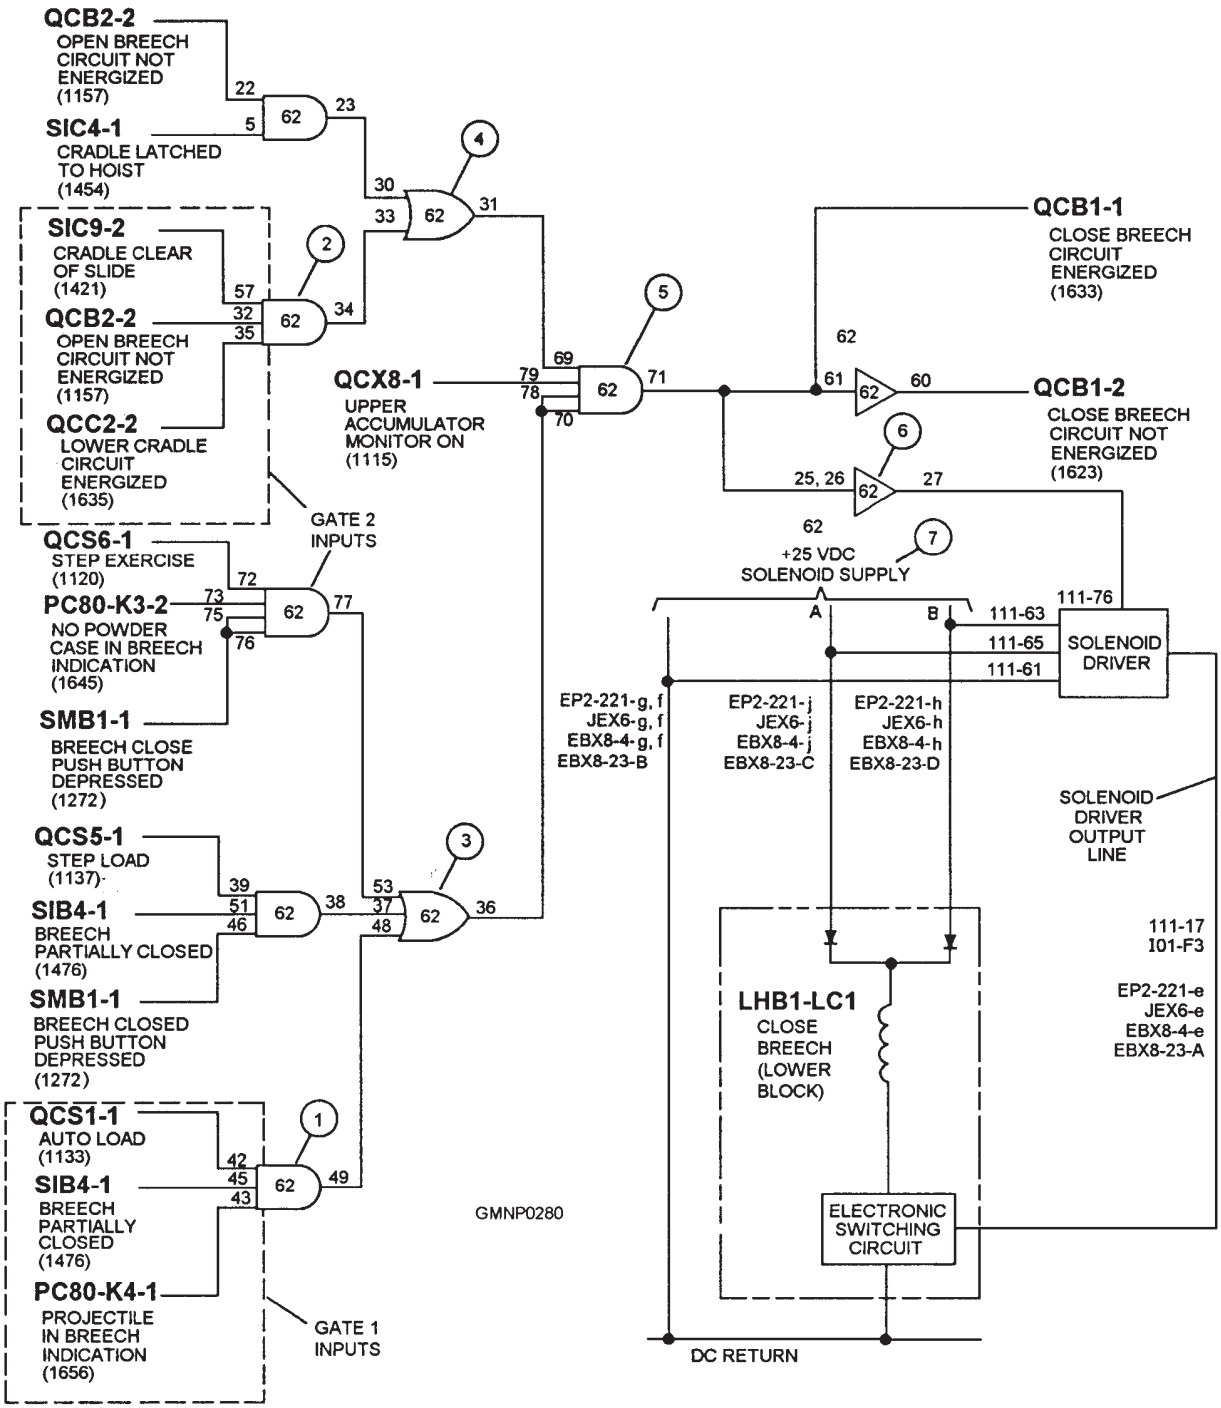
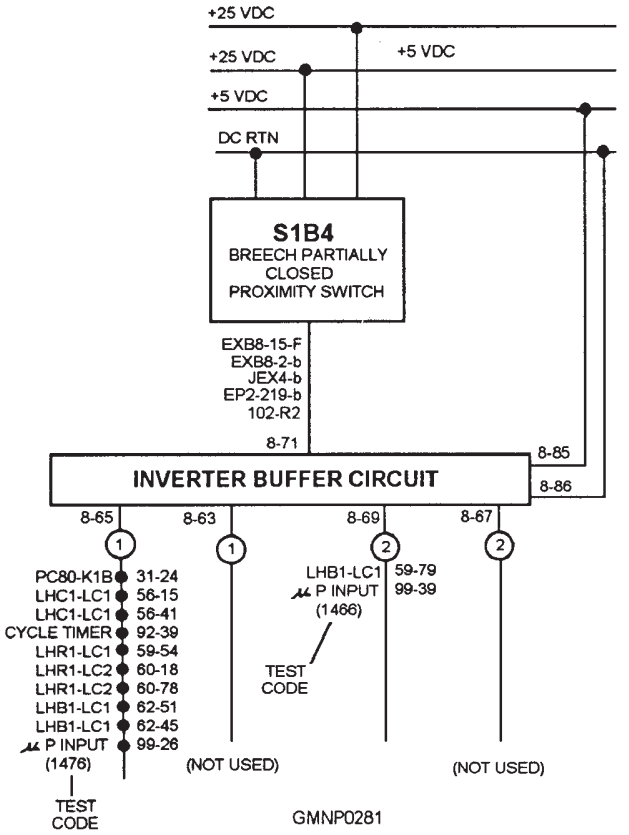
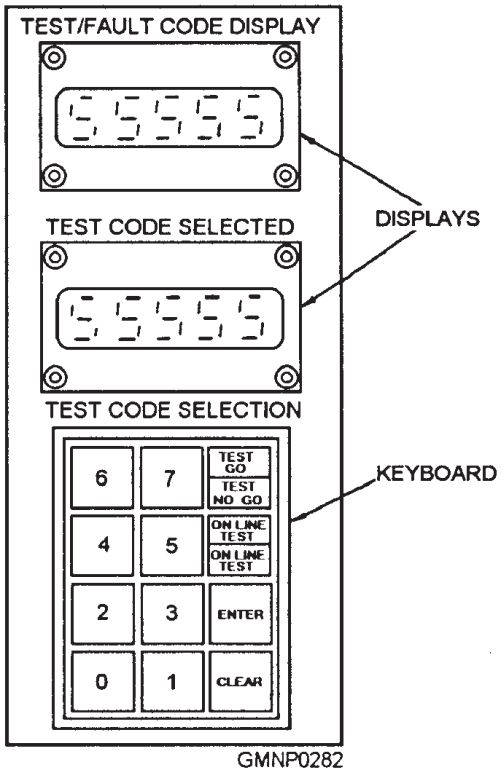
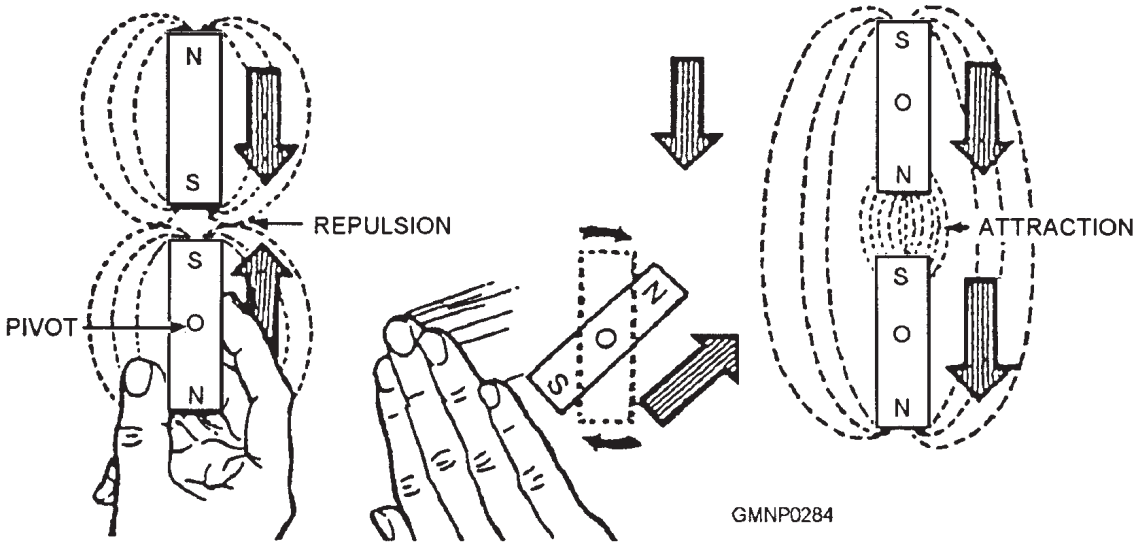

**Figure 5-17.—Typical logic control circuit.**
Figure 5-18.—Inverter buffer circuit for SIB4.
Figure 5-19.—Test/Fault code keyboard and displays.
**Figure 5-21.—Repulsion and attraction.**
Figure 5-17 shows a typical logic circuit that uses inverted and buffered switch outputs to trigger a solenoid driver. The solenoid driver, in turn, controls a solenoid that initiates a gun-loading cycle, in this case closing the breech of a Mk 45 Mod 1 gun.
This circuit consists of AND gates, OR gates, and an inverter. The numbers within the gates identify the printed circuit board in the EP2 panel on which the circuit is located. The numbers on the input and output lines of the gates identify the terminal pin that connects to that point. The circled numbers in figure 5-17 are added for ease in identifying items as we illustrate the operation of the circuit.
what the input means. The input SIB4-1 (BREECH PARTIALLY CLOSED) to gate 1 comes from the number 1 output leg of the inverter buffer associated with SIB4 (fig. 5-18). When the breech is partially closed, the switch is activated and the high switch output through the inverter buffer produces a low logic input at input pin 45 of gate 1. Remember, gate 1 is an AND gate and requires all inputs to be LOW to produce a LOW output.
The inputs to gates 1 and 2 in figure 5-17 initiate the operation of breech closing solenoid LHB1-LC1 in the normal mode of operation, AUTO LOAD. The six inputs indicate that the gun-loading system has delivered a complete round into the breech of the gun, the LOWER CRADLE circuit is energized, and the cradle has moved clear of the slide. With these conditions met, gates 1 and 2 pass a LOW logic signal to gates 3 and 4 respectively. Since gates 3 and 4 are OR gates, they require only one LOW input to produce a LOW output. The two LOWs from gates 3 and 4 are applied, with another LOW from summary circuit QCX8, to gate 5. When all inputs to gate 5 are LOW it passes a LOW to gate 6, which is an inverter. With a LOW input, the inverter passes a HIGH output to the solenoid driver. This solenoid driver, unlike the type used in the Mk 42 gun system, does not control the current flow to the solenoid. The output of the solenoid driver is used to forward bias a transistor circuit located in the solenoid housing. This energizes the solenoid by allowing current to flow through the coil to DC RETURN. The A and B legs of the +25 VDC solenoid supply, point 7, represent a primary and secondary power supply to the solenoid.
The Mk 45 Mod 1 gun system is equipped with a microprocessor that monitors the gun's sequence of operation through equipment position switch inputs. Notice the last output destination on the 1 and 2 legs of the inverter buffer circuit shown in figure 5-18. μP INPUT indicates that switch output is supplied to the microprocessor. On the EP-2 panel there is a Test/Fault Code Keyboard and Display (fig. 5-19) that is used to interface with the microprocessor. To test the output of a switch or summary circuit, the operator need only to type in the test number for that circuit or switch. The result of the test is displayed as a 0 or a 1 in the Test/Fault Code Display above the keyboard. A zero (0) indicates a LOW output and a one (1) indicates a HIGH output. In this case, the test number for SIB4 is 1476 for leg 1 and 1466 for leg 2 (fig. 5-19). The test code number is displayed in brackets along with the circuit or switch input/output identification (note the same number [1476] in the SIB4-1 input to gate 1 in fig. 5-17).
Logic circuit failures are isolated much the same as they are in the older types of control circuits. Refer to figure 5-17 again as we walk through a typical troubleshooting routine. You have verified equipment position and determined that the equipment stopped at the CLOSE BREECH step in the loading sequence. The first problem is to isolate the fault to one side of the circuit. This is done by entering the test code for QCB1-1, [1633]. A LOW would indicate the problem is in the right side of the circuit, in gate 6—the solenoid driver or the solenoid. Let us assume we read a HIGH here, the problem is in the left side of the circuit. Since there are no test codes for gates 3, 4, and 5, we skip over to the switch inputs for gates 1 and 2. If all the inputs to gates 1 and 2 are LOW, the problem is on board 62. A HIGH at any of these test points would lead you back through the inverter buffer circuit for that input. In this case we will assume a HIGH input is detected at SIB4-1. Refer to figure 5-21 as we examine the inverter buffer for SIB4. Since we have read a HIGH at leg 1, test code [1476], we can assume the inverter buffer is functioning if we read a LOW on leg 2, test code [1466]. This leads us back to the proximity switch. After verifying that the switch is in proximity, we test the switch by checking switch input at point 8-71. This is accomplished using a circuit card extender. The circuit card extender allows you to take input and output readings on a particular circuit card while the system is energized. The circuit card extender provides an extended circuit card jack with test points for each pin connection. A LOW reading at pin 8-71 would indicate a bad proximity switch.
A bar magnet illustrates the magnetic field and pole relationship of the synchro. The lines of force flow from the south pole to the north pole inside the magnet, as shown in figure 5-21.
Two bar magnets, shown in figure 5-21, illustrate the actions of like and unlike poles in bar magnets.